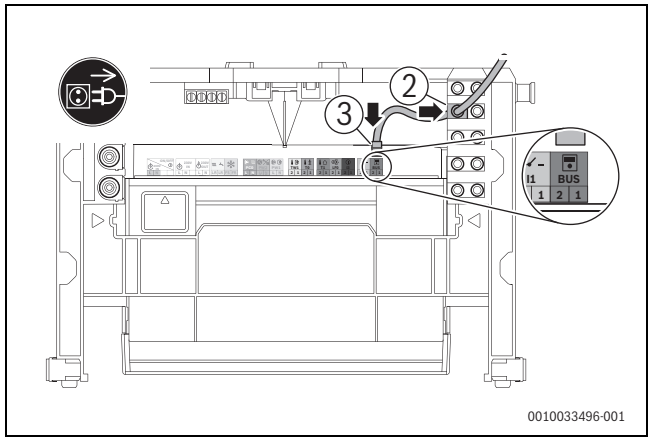

Rys. 116 Podłączenie osprzętu CS 36 do magistrali BUS
- Zamontować uchwyt odciążający przewodu magistrali BUS (→ rys. 116, [2]).
- Podłączyć przewód magistrali BUS do gniazda BUS na listwie zaciskowej (→ rys. 116, [3]).